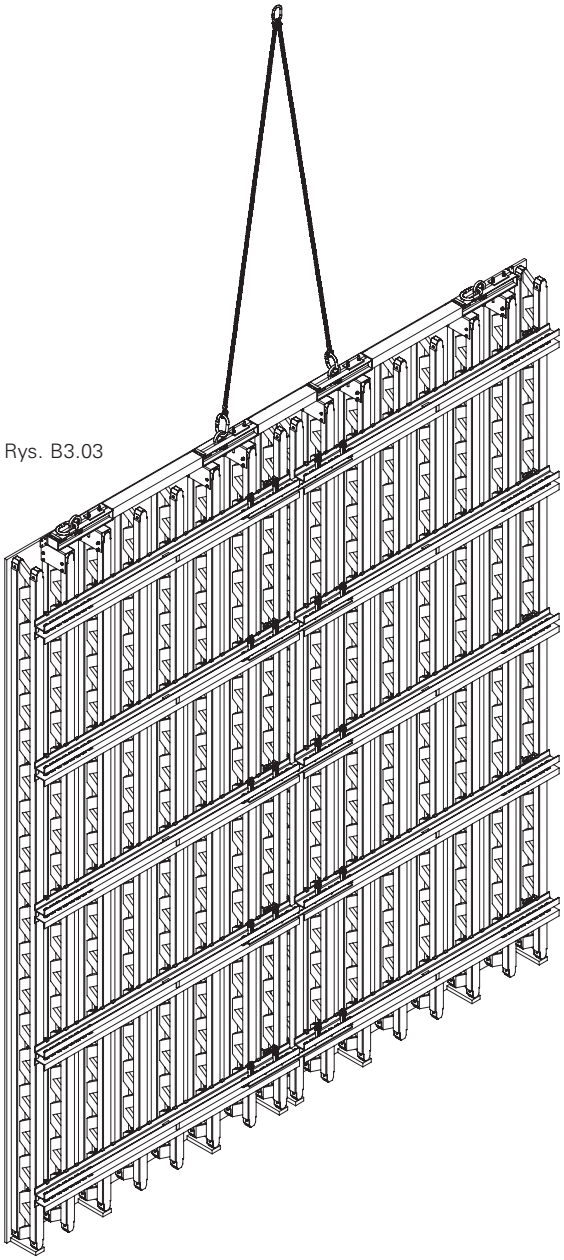

Rys. B3.03
- Zawsze montować 2 sztuki symetrycznie względem środka ciężkości. (Rys. B3.03)